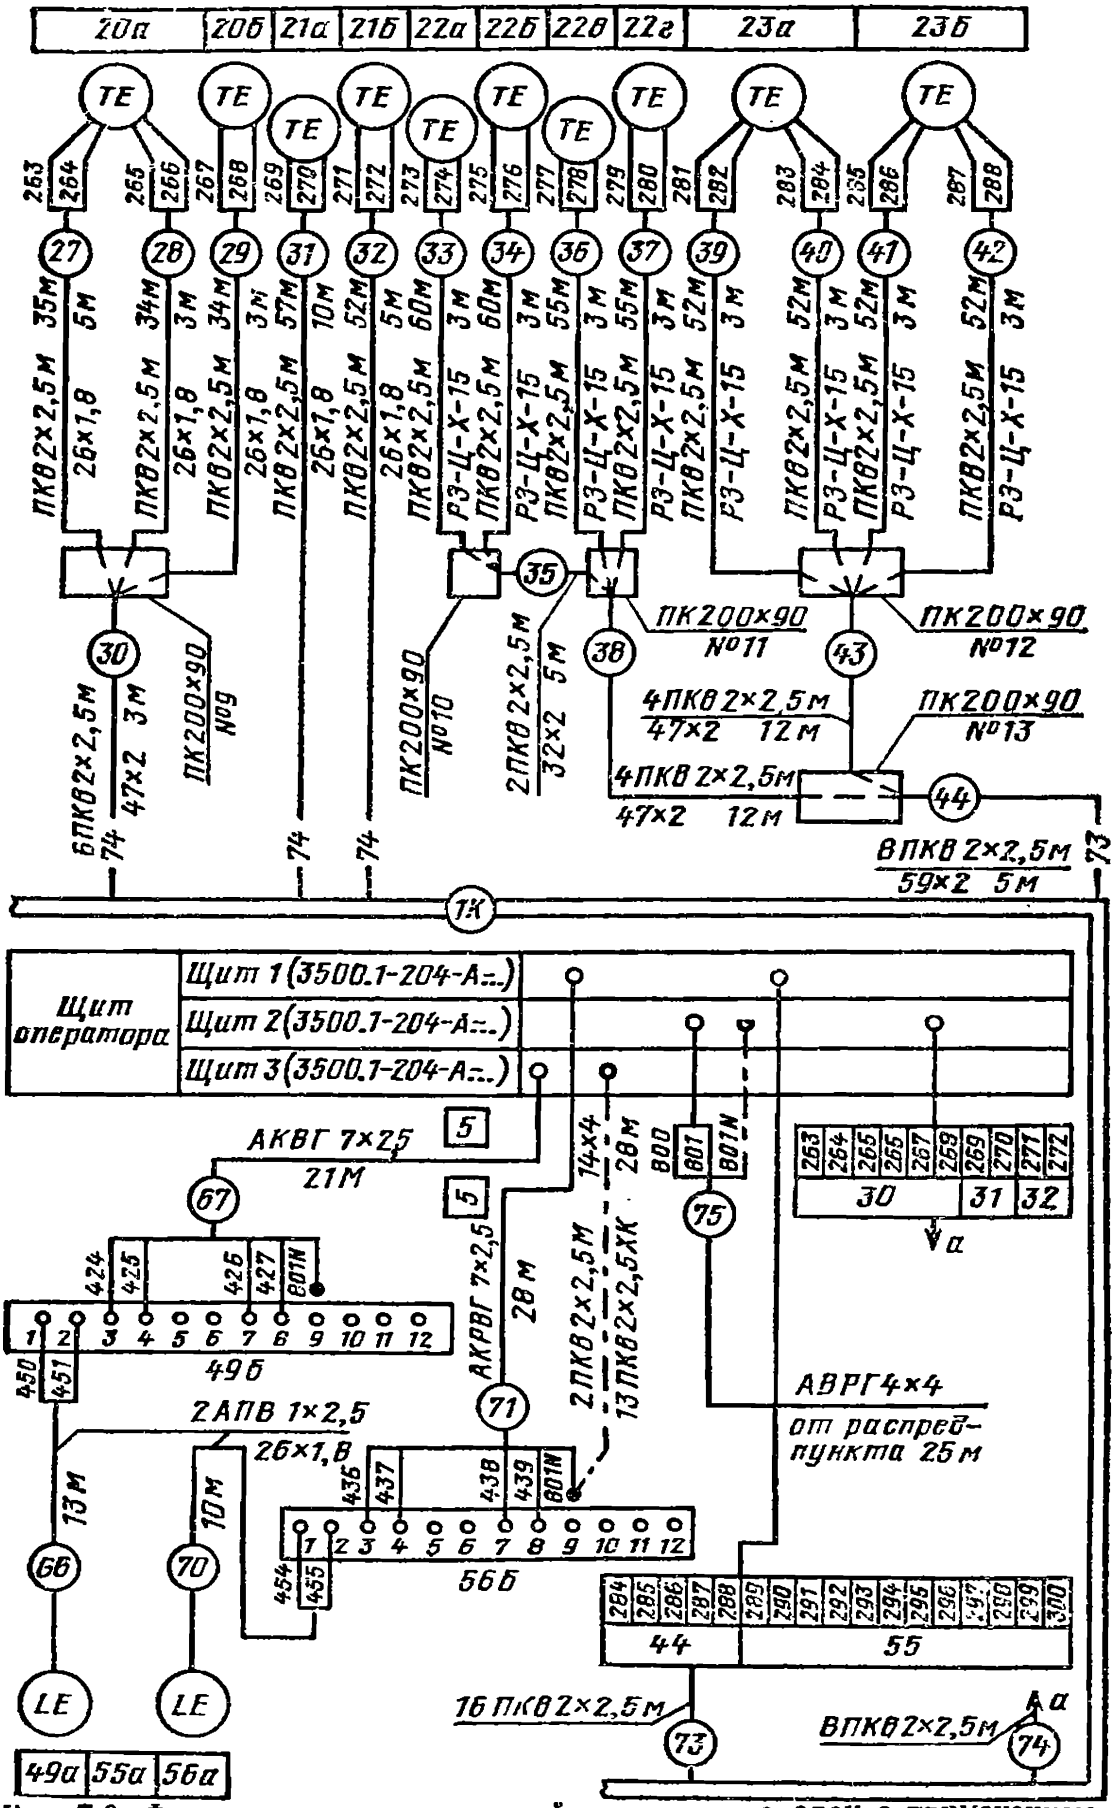

Рис. 7.6. Фрагмент схемы соединений внешних проводок с применением проводов в защитных трубах, металлорукавов и протяжных коробок
7.10. Что означает цифра *74* в разрыве линии обозначения *30, 31, 32* на рис. 7.6?
7.11. Как расшифровать иадписи на линии изображения жгута проводов *38* на рис. 7.6?